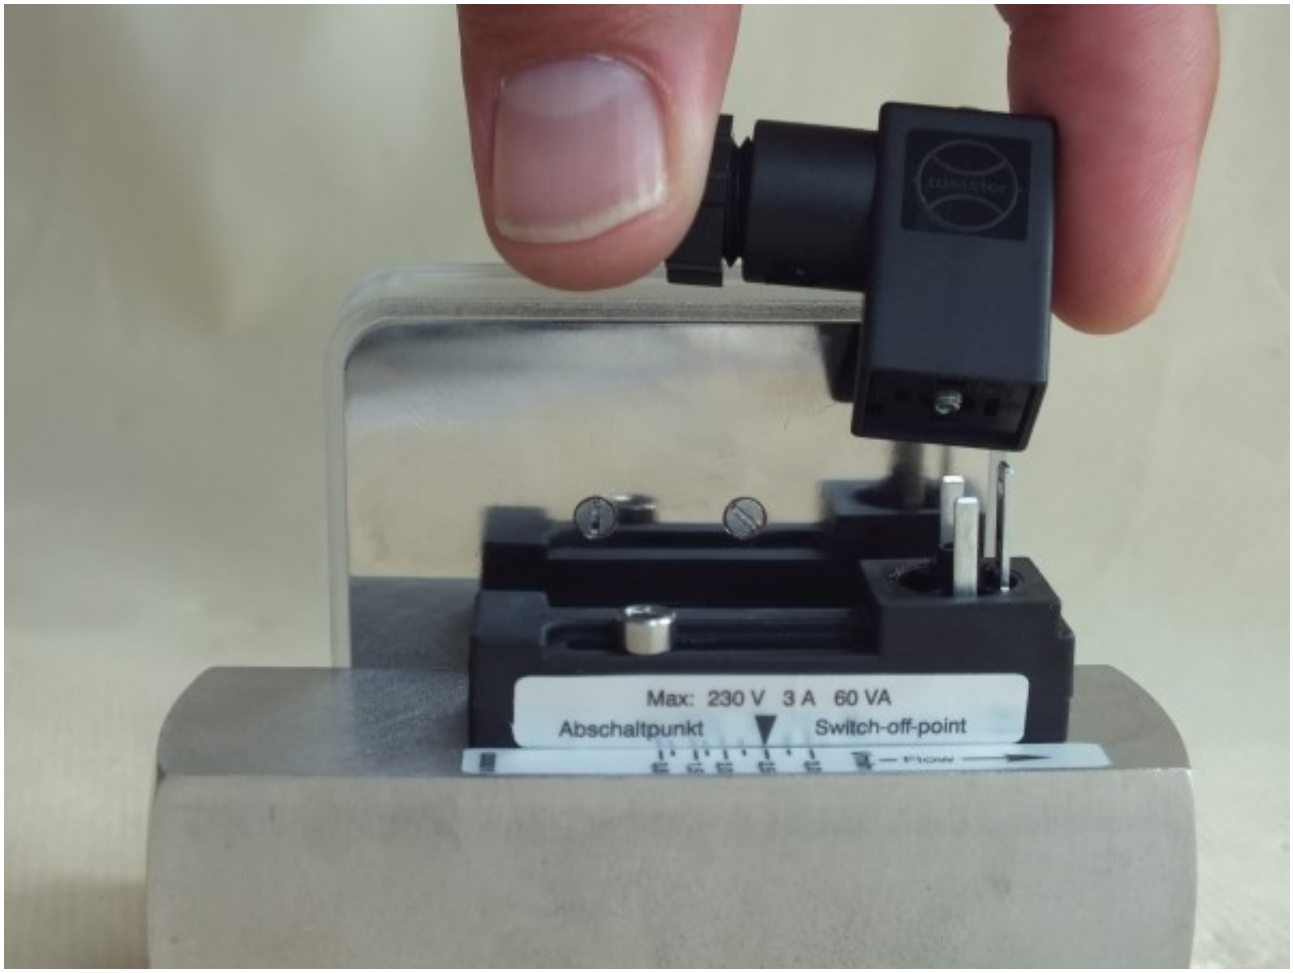

Fig. 23: Remove socket
2. Remove socket (*Fig. 23*) .